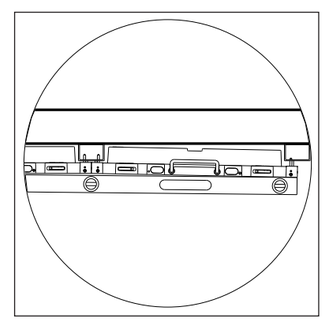

Figure 26: *Verify Flatness*
b. Verify flatness by laying a 4' level across the face to ensure the combined face of both panels is straight and flat. Check both ends of the panel. Refer to **Figure 26**.